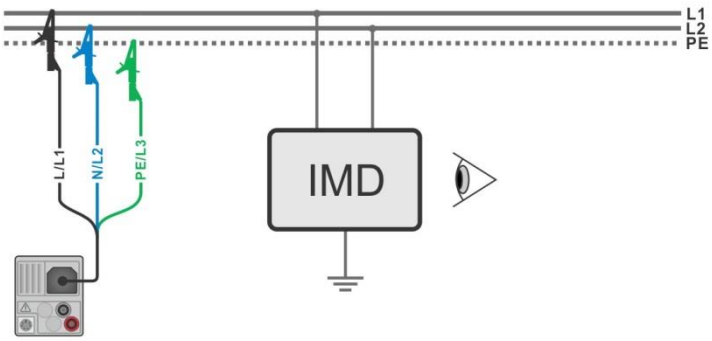

Figure 4.85: Connection with 3-wire test lead
- Connect test leads to the object under test, see ***Figure 4.85***.